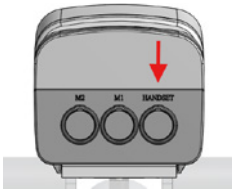

Figure 5
5. Users who want access to the full length can loop cable through the push handle. (figure 5).